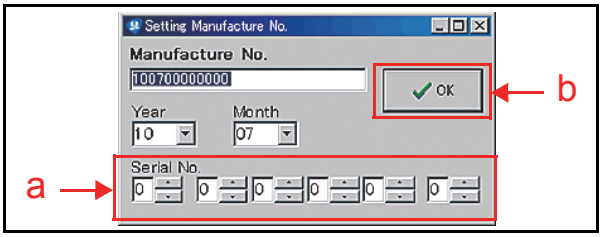

Figure 6-52 Setting Manufacture No. Screen
3. Mouse-click on the "OK" Screen Button (See Figure 6-51 a). The "**Setting Manufacture No**" Screen shown in Figure 6-52 will then appear.
4. Mouse-click on either the "▲" or "▼" Triangle Indication Buttons in each Serial Number Box located at the bottom of the Screen to either increase or decrease the numbers, or change the existing numbers using the "▲" or "▼" Triangle Button (See Figure 6-52 a).
5. Mouse-click on the "✓ OK" Screen Button located on the right side of the Screen (See Figure 6-52 b).